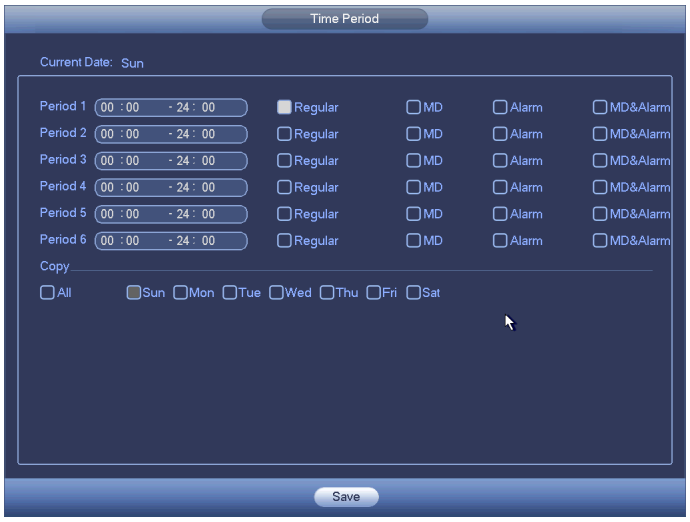

Figure 4-146
- Period setup: Click button after one date or a holiday, you can see an interface shown as in Figure 4-146.There are four record types: regular, motion detection (MD), Alarm, MD & alarm.